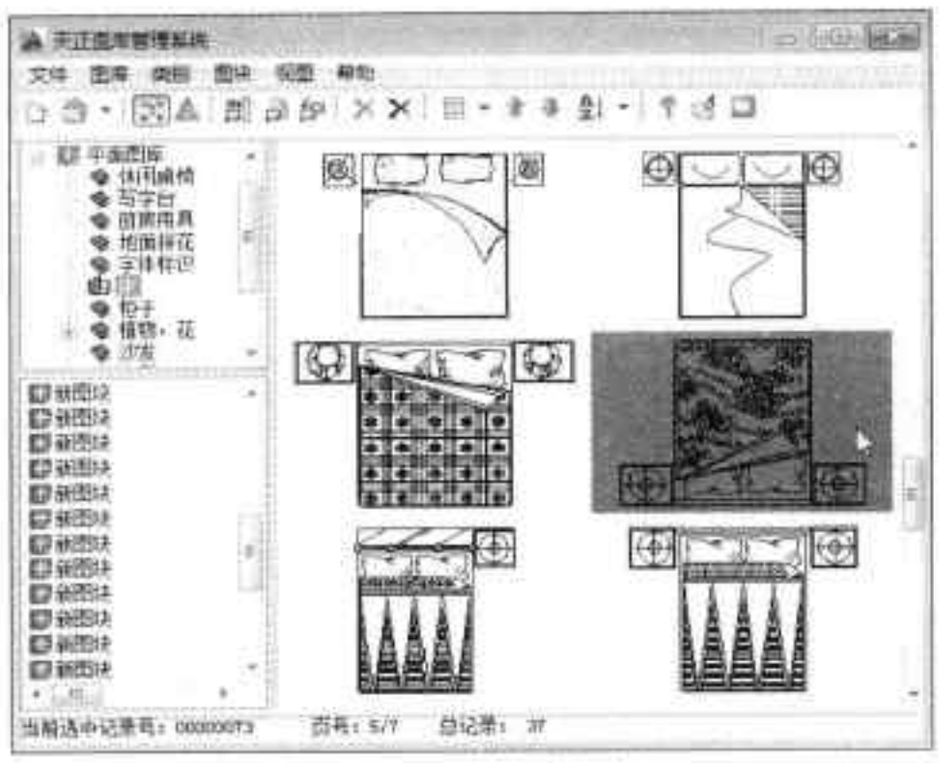

图18-11 选择床图块
Step 11 打开“天正图库管理系统”对话框，选择满意的床图块，如图 18-11 所示。